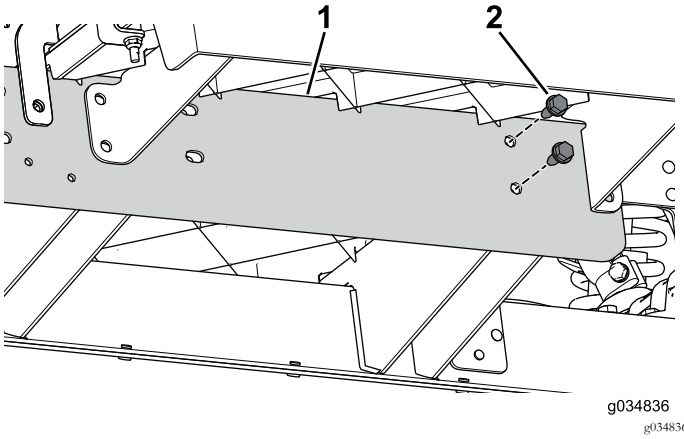

Figur 23
3. Montera förlängningsskenan löst på mittkanalen på maskinens främre del med de två skruvarna (5/16 x 3/4 tum) (Figur 23).